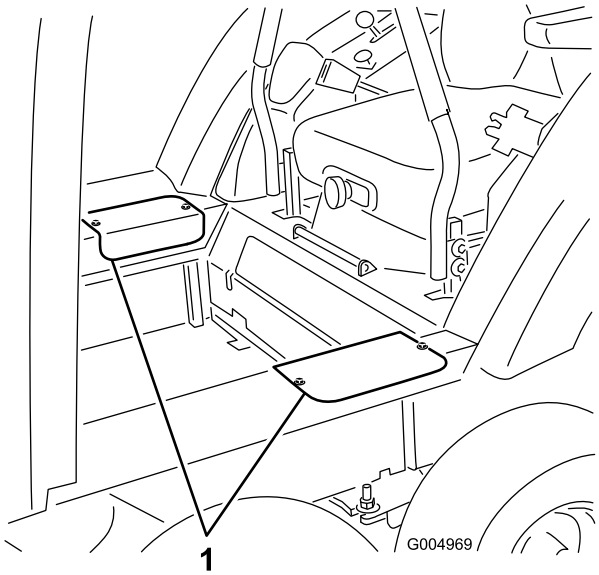

Figur 55
27. Monter sideadgangsdækslerne med skruerne, der blev fjernet tidligere (Figur 55).